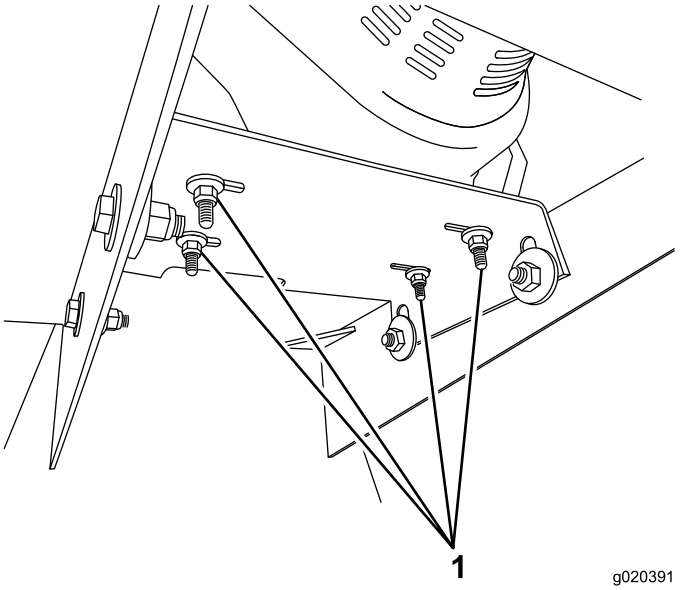

Figure 55
5. Loosen the 4 nuts and bolts that secure the engine to the engine mounting plate (Figure 55).
6. Torque the 4 mounting nuts and bolts to 24 N·m (18 ft-lb) each (Figure 55).